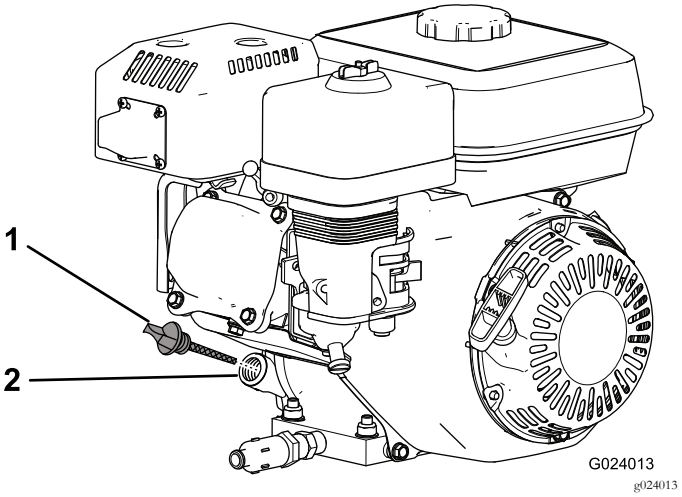

Figur 18
2. Slå av motoren, vent til den er avkjølt, og rengjør området rundt oljelokket/peilestaven (Figur 18).